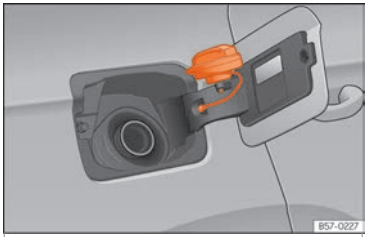

Fig. 59 Sportellino del serbatoio con all'interno il tappo.
- Collocarlo nello spazio della cerniera dello sportellino aperto ››› fig. 59.